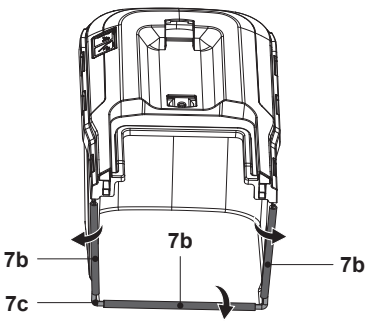

**Fig. 5**
1. Clip the three rubber clips (7b) onto the supporting rod (7c) of the grass catcher (7) (Fig. 5).